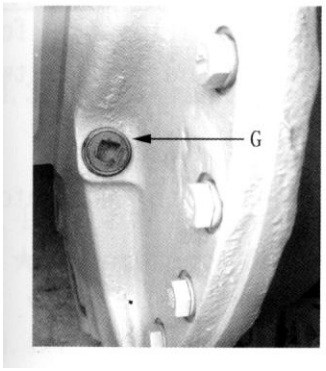

Рис. 4-17.
3. Картер конечной передачи (Рис. 4-17).